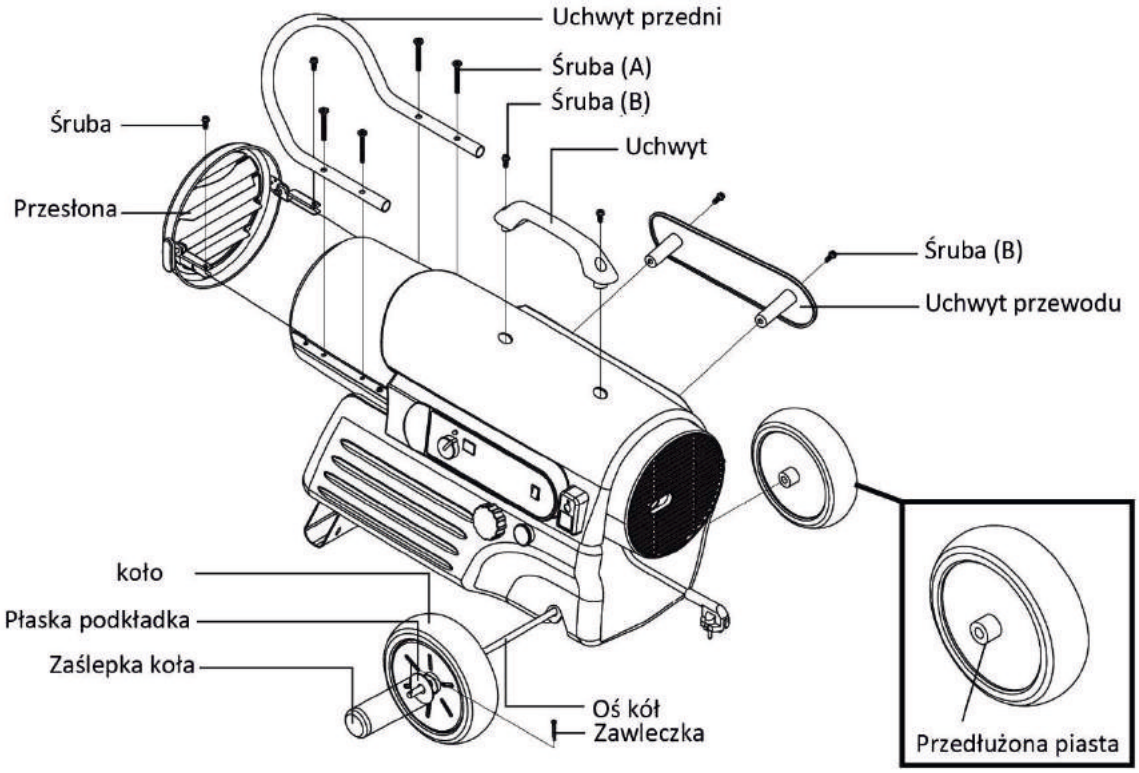

Rysunek 8. Montaż kół i uchwytów, KFA-125TDGP / KFA-170TDGP
6) Dopasuj wspornik przesłony z lewej i prawej strony brzegów przedniej, górnej osłony nagrzewnicy i wyrównaj każdy otwór na wsporniku z otworami znajdującymi się na brzegach osłony nagrzewnicy (zobacz rysunek 8, strona 7)